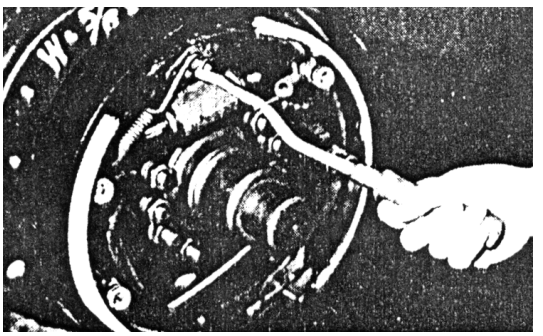

Fig. 8-24
(7) Put the spring on the parking push rod and then install the rod on the shoe.
(8) Install the shoe guide plate on the anchor pin, and install the shoe return spring. (See Fig.8-24)